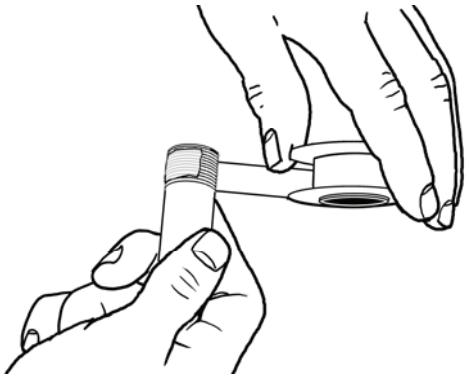

Figure 8. Installing Pipe Tape on External Pipe Threads.
2. Wrap the external pipe threads with pipe tape as follows (Figure 8):